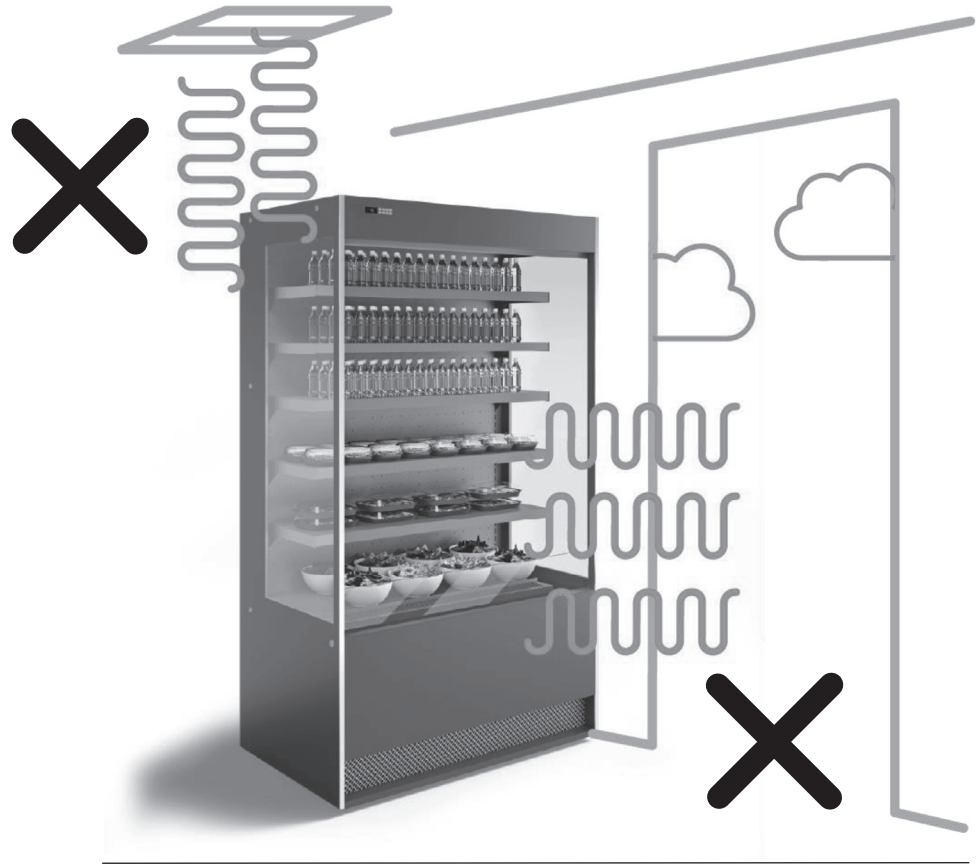

fig. 12
- Non posizionare l'apparecchiatura in prossimità di correnti d'aria (vicino a porte, finestre, impianti di climatizzazione etc.) che superino la velocità di 0.2 m/sec (fig.12).